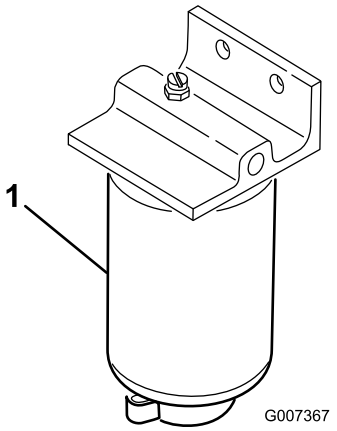

Figur 46
1. Anbring en ren beholder under brændstoffilteret (Figur 46).
2. Rengør området, hvor filteret monteres (Figur 46).